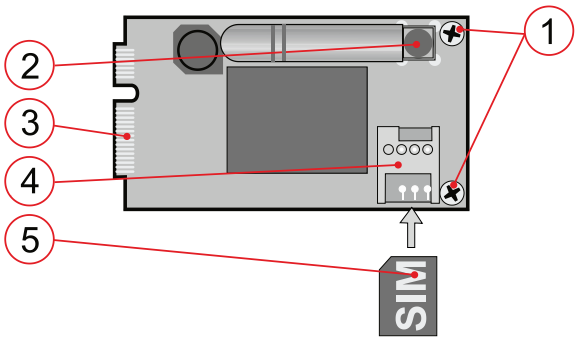

Fig. :1 De JA-194Y communicator
e) **Bevestig de GSM-antenne** aan de connector (2.) aan de communicatormodule (meegeleverd met de JA-194Y-LITE). Volg bij het installeren van de antenne de oriëntatie die wordt getoond in Fig. 1.